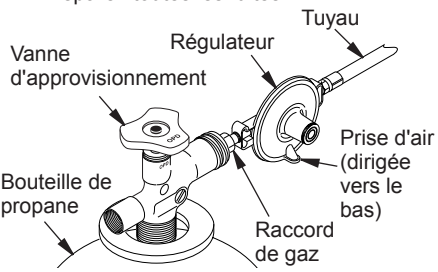

Figure 7 - Régulateur avec prise d'air dirigée vers le bas
2. Raccordez la fixation du raccord de gaz de l'assemblage tuyau-régulateur au(x) bouteille(s) de propane (voir figure 7). Tournez dans le sens inverse des aiguilles d'une montre dans le filetage de la vanne d'approvisionnement. Resserrez fermement avec une clef.